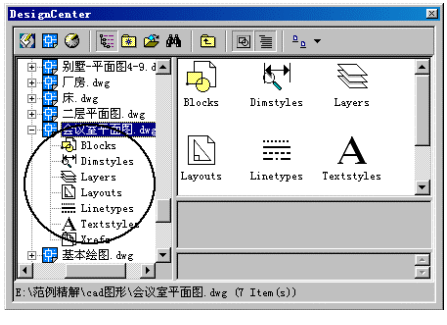

图 5-3　指定图形文件
4. 用光标选定“会议室平面图.dwg”文件名，双击鼠标左键或单击该文件名前的“+”号，文件栏中出现该图形所包含的各项内容，【DesignCenter】右侧的列表中也显示这些内容，如图 5-3 所示。